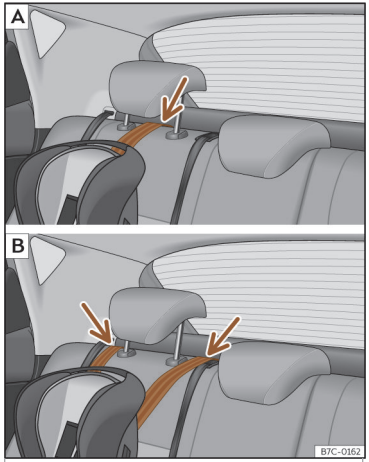

Fig. 27 Asientos traseros: ajuste y montaje en función del cinturón Top Tether.
- Coloque la correa por debajo del apoyacabezas del asiento posterior››› **fig. 27** (en función de las instrucciones de la propia silla, levante o retire el apoyacabezas si fuera necesario).